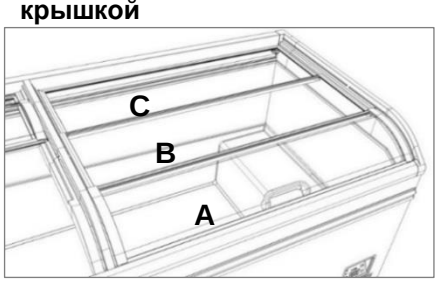
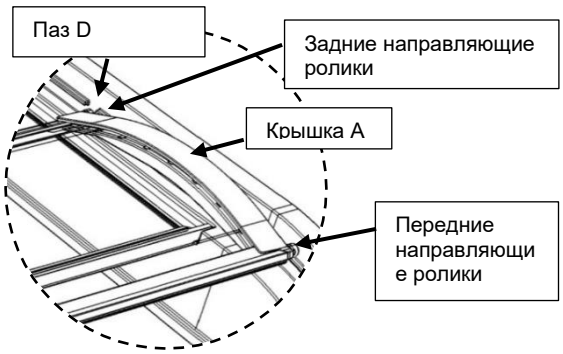

Рис.7: (Трехстворчатая) сдвижная (назад) стеклянная крышка
Рис.8: Чтобы выдвинуть сдвижную стеклянную крышку
1. Сдвиньте назад переднюю крышку A (см. →Рис.7) за ручку до паза D (см. → Рис.8).
3. Сдвиньте среднюю крышку B (если имеется) (см. →Рис.7).
4. Сдвиньте заднюю крышку C (см. →Рис.7).
1. Установите заднюю крышку C (см. → Рис.7)
2. Установите среднюю крышку B (см. → Рис.7) и сдвиньте на 5 см над пазом D (см. → Рис.8) вперед.
3. Установите крышку A при помощи задних роликов в паз D (см. → Рис.7/8).